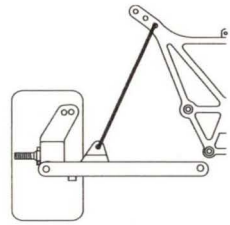

fig. 22c *Increases rear traction.*
- The inside hole, **fig. 22c**, will increase rear traction but will cause bottoming on jump lands. Keep in mind you may need a harder spring for this position.